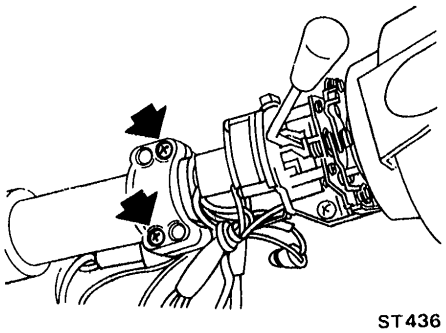

Fig. ST-14 Removing steering lock securing screws
2. Remove two screws and dismount steering lock from the steering jacket tube. See Figure ST-14.